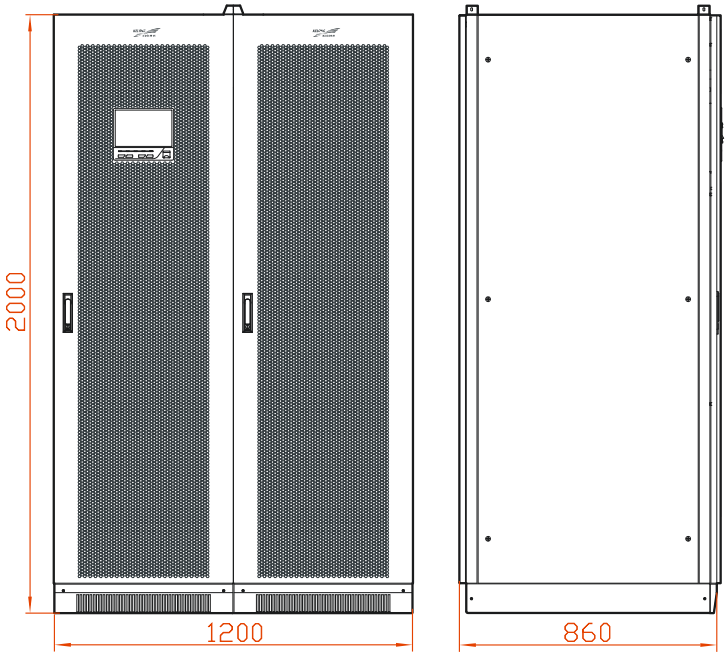
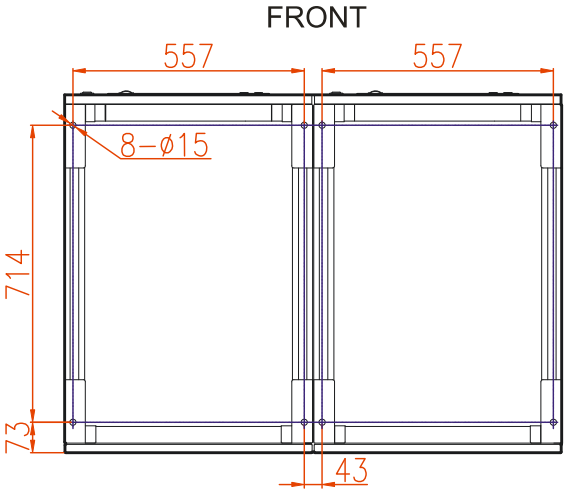

Рис. 3.10 Размеры MR33400, MR33500, MR33600
Рис. 3.11 Рама MR33400, MR33500, MR33600 (мм)
Step 2 Просверлите 4 отверстия в полу (они должны быть диаметром φ13) с помощью ударной дрели, в соответствии с расположением отверстий в раме устройства (как показано на Рис. 3.10 и Рис. 3.11).